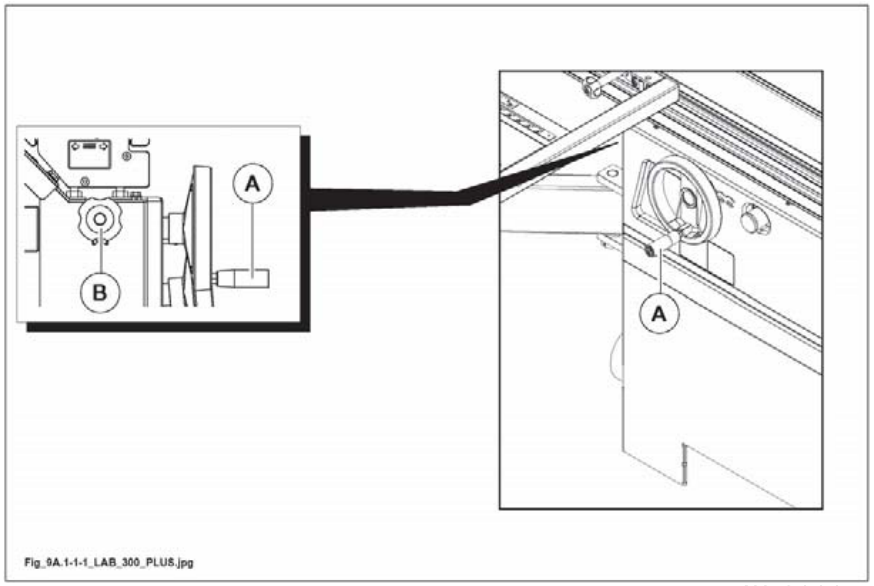

Abb. 9.1-1-1
- Den Knauf (B Abb. 9.1-1-1) lösen.
- Die Vertikalverstellung erfolgt durch Drehen des Handrades (A Abb. 9.1-1-1).
- Die Handraddrehung wird durch Kugelgriff (B Abb. 9.1-1-1) blockiert: nach jeder Verstellung den Kugelgriff festziehen.